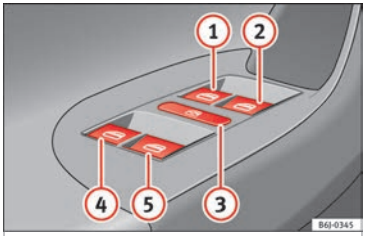

Fig. 87 Detail of the driver door: controls for the front and rear windows (5-door vehicles with front and rear electric windows).
Buttons ›› **Fig. 87** ①, ②, ④ and ⑤ have two positions for opening windows and two for closing them. This makes it easier to open and close windows to the desired position.